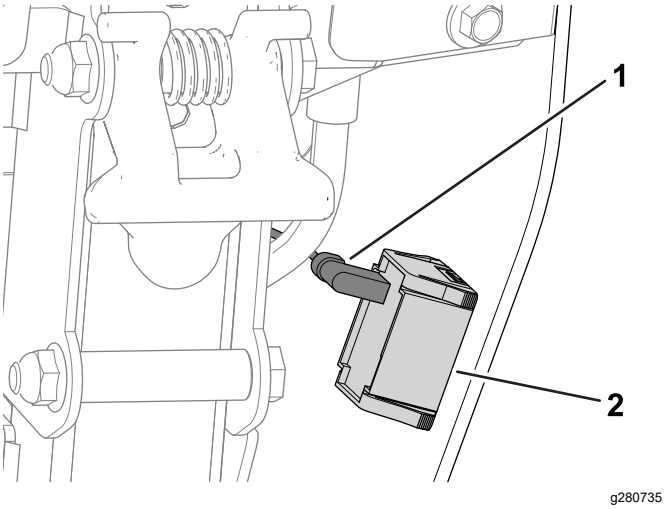

Figuur 40
A. Maak de kabelboomaansluiting los van de urenteller (Figuur 40).